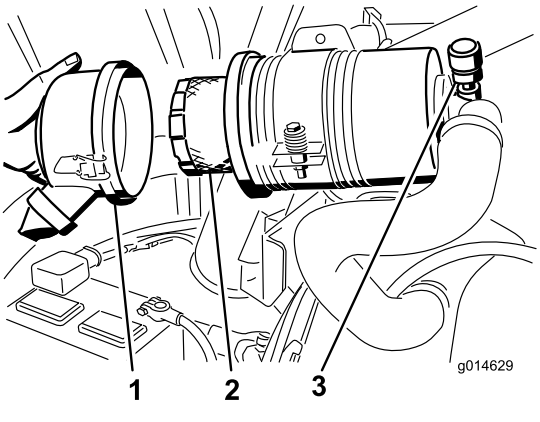

**Figur 52**
3. Ta bort och byt ut filtret (Figur 52).